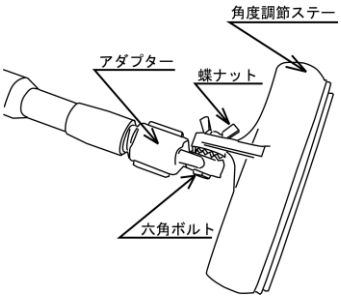

図３
③角度調節ステーとアダプターの山と山を合わせて、六角ボルトと蝶ナットで仮止めしてください（図３参照）。